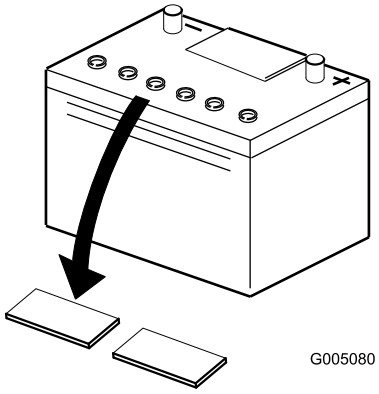

**Figur 5**
2. Rengør batteriet ovenpå, og fjern ventilationshætterne (Figur 5).